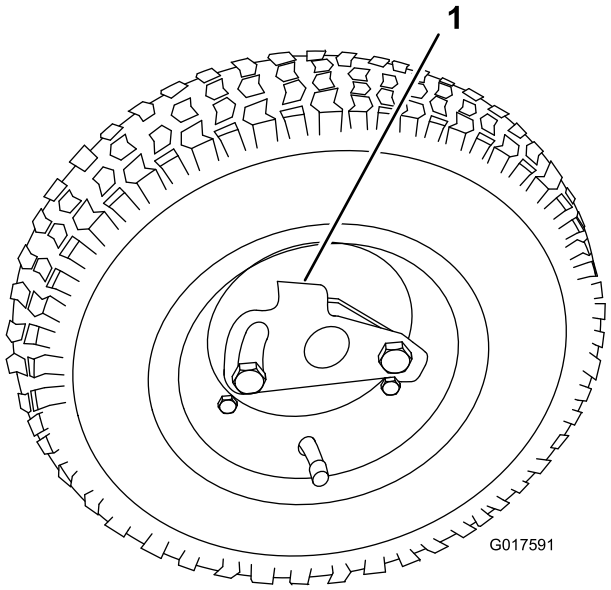

Figur 10
2. Trykk hjulets låseklemme mot midten av hjulet, og før hjulet på hjulakselen (Figur 10).